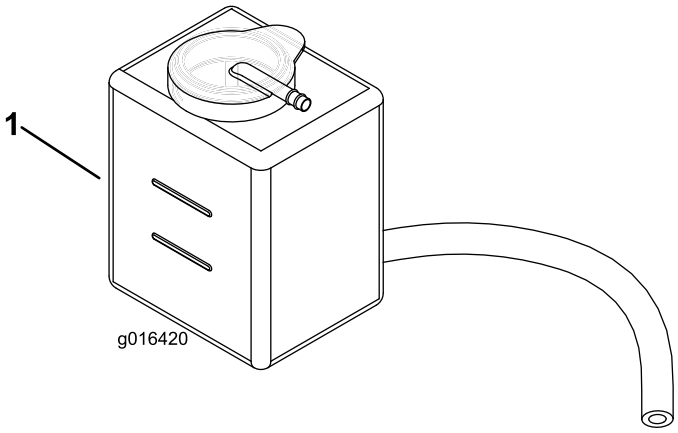

**Figur 26**
2. Kontroller kjølevæskenivået (Figur 26). Det skal være mellom linjene på reservetanken når motoren er kald.